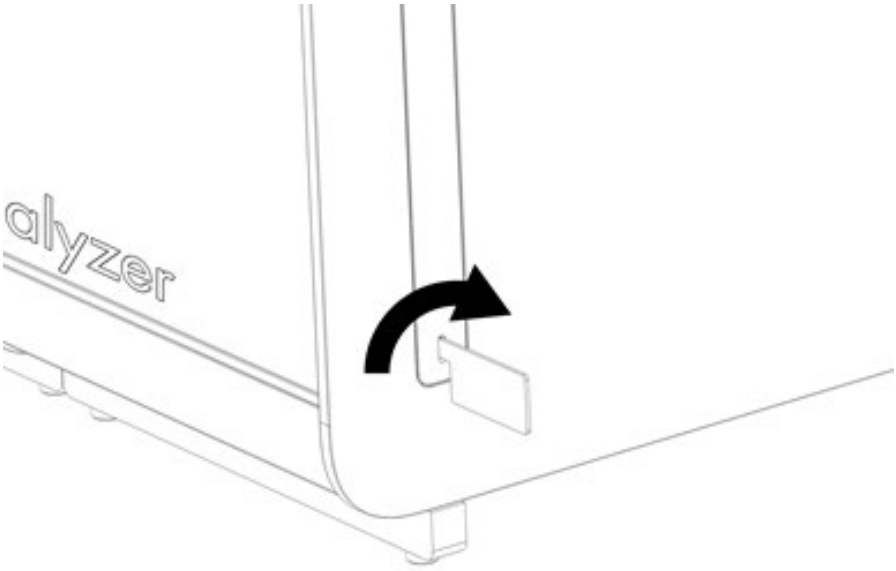

Figur 15. Fjerne alle beskyttelsesdeksler.
3. Fjern beskyttelsesdekslene fra siden av den analytiske modulen ved bruk av verktøyet for fjerning av beskyttelsesdekselet, som følger med QIAstat-Dx Analyzer 2.0 (figur 15).